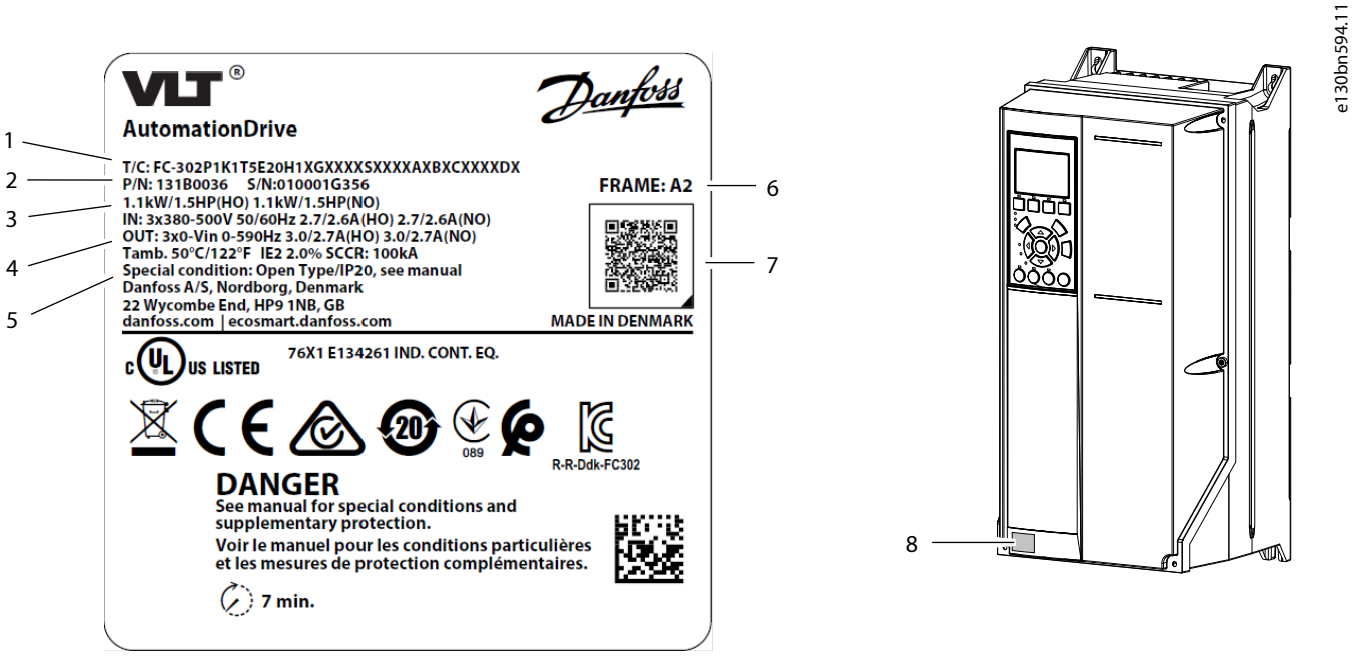

Figura 1: **Ejemplo de una etiqueta de producto**
1. Identifique el tamaño de la protección. Consulte Figura 1.